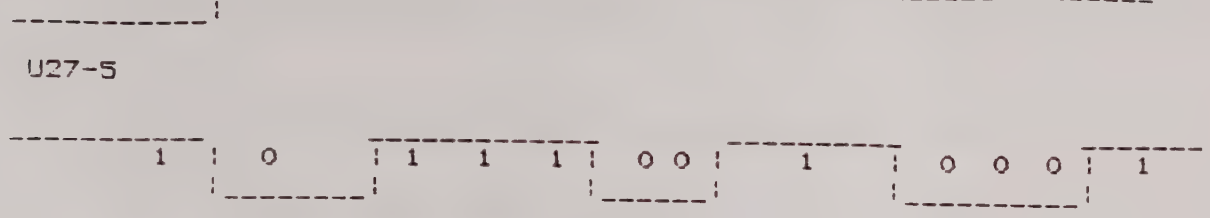

FIGURE 1
19. With the scope using both CH 1, and CH 2, look at U34-5 and U27-5. Sync scope on U34-5 and observe the signals as shown in Fig. 1.